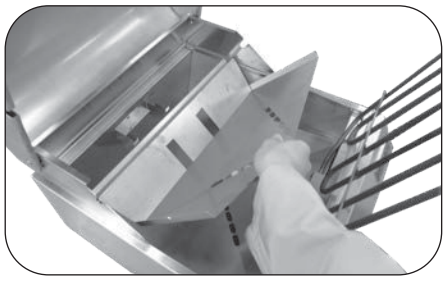

**Fig. 22-4** Remove rear liner
5. Lift the rear liner slightly up to clear the support tab, then forward and out (Fig. 22-4).